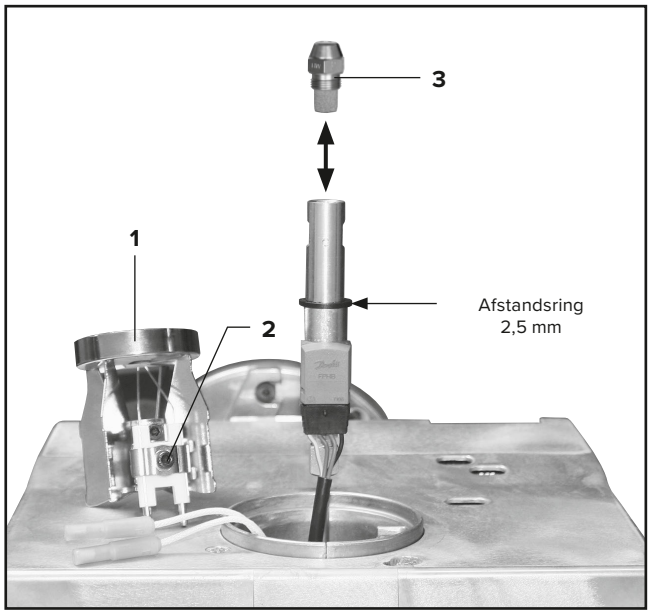

Afbeelding 9
- De brander lichtjes naar links draaien, uit de flens trekken en in onderhoudspositie plaatsen zoals op afb.9 getoond.
- Draai schroef (**2**) los met een 4-mm inbussleutel en verwijder de vlamkering (**1**) (zie afb. 9).
- Verwijder de huidige verstuiver (**3**) en breng de geselecteerde verstuiver aan (zie afb. 9).